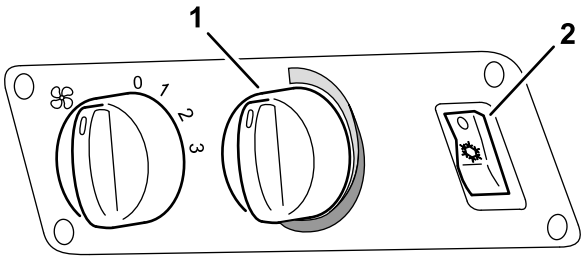

Bild 29
2. Lassen Sie eine andere Person auf dem Fahrersitz Platz nehmen, drehen Sie den Temperaturregler in die „Kalt“-Stellung und schalten Sie den Klimaanlagenschalter in die EIN und AUS-Stellung (Bild 29).
4. Schalten Sie den Klimaanlagenschalter (Bild 29) in die AUS-Stellung.